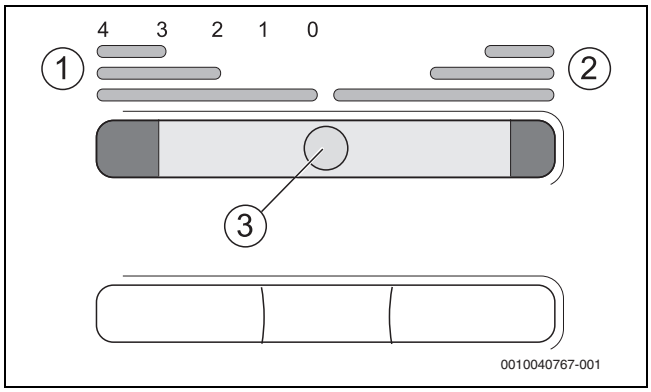

Bild 19 Verbrennungsluftschieber an der Aschetür
▶ Verbrennungsluftschieber [3] von der Mittelstellung ausgehend nach rechts führen (→ Bild 19)
- ▶ Verbrennungsluftschieber [3] von der Mittelstellung ausgehend nach links führen (→ Bild 19).
- ▶ Verbrennungsluftschieber nach rechts schieben, um die Heizleistung einzustellen (→ Bild 19, Seite 22).